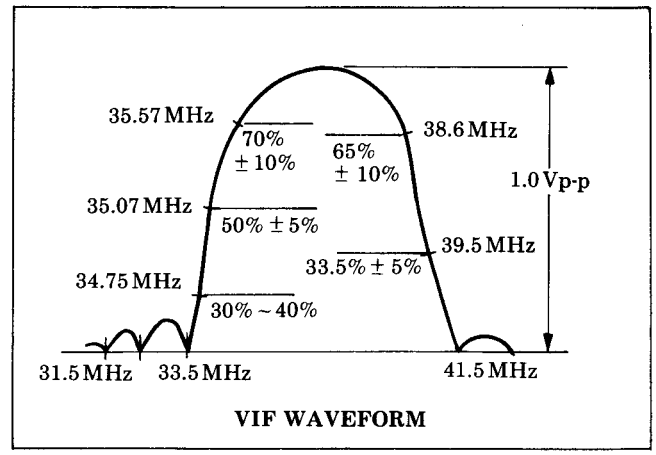

Fig. 46
1. Set the BAND SW to the VHF high position (VH) and turn the tuning volume so that the voltage at BT terminal of the tuner becomes 15V ± 1V.
8. Adjust T701-(B) so that the 40.4MHz trap becomes minimum.
9. Adjust T701-(C) so that the 31.9MHz trap becomes minimum.
11. Adjust the tuner converter coil and T701-(A) so that the sweep output waveform becomes as shown in Fig. 46.